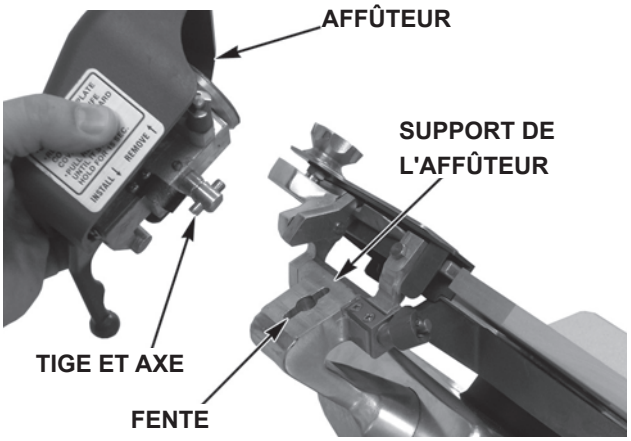

Fig. 28
- Installez l'affûteur en l'abaissant sur le support. La tige et l'axe en bas de l'affûteur peuvent alors correspondre à la fente sur le support de l'affûteur (Fig. 28).